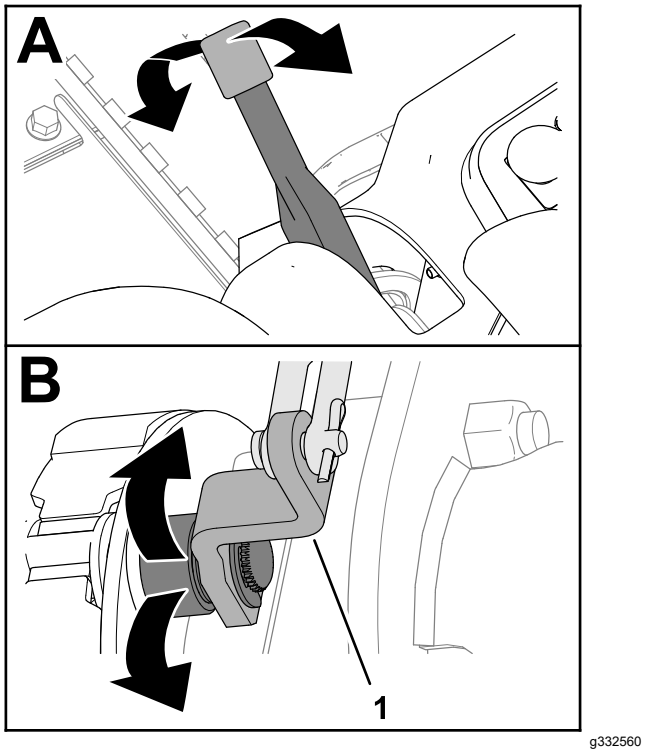

**Figur 67**
2. Flytta parkeringsbromsspaken uppåt och nedåt för att kontrollera att armen som går till bromskamsarmen rör sig fritt (Figur 67).